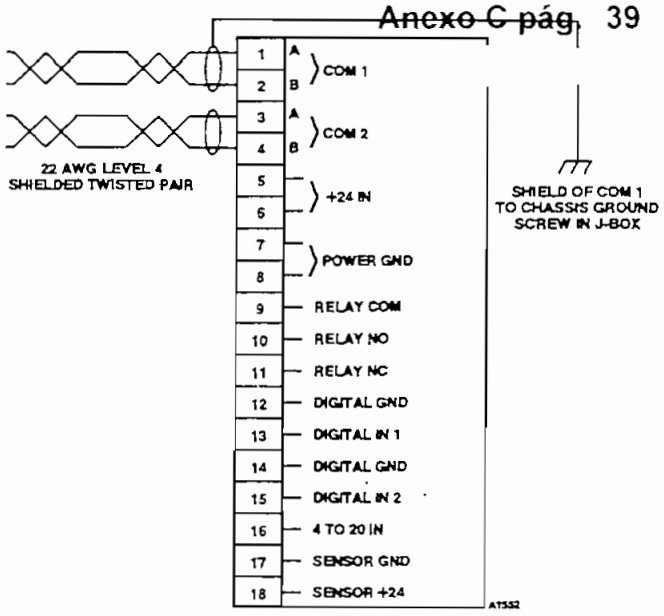

Figure 9—Wiring Configuration for Communication Module and DCU
4. Connect external system wiring to the appropriate terminals on the terminal block inside the junction box. See Figure 9.